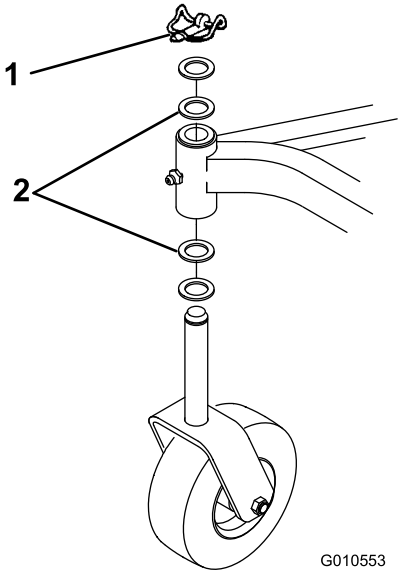

Figur 26
A. Hæv den lave side på klippeenheder, der normalt betjenes med en klippehøjde på 25-51 mm. Fjern ringstiften, der fastgør styrehjulet til den lave ende (Figur 26), og fjern styrehjulet.
C. Hvis klippeenheden betjenes med en klippehøjde på 51-102 mm, skal klippeenhedens høje side sænkes. Fjern ringstiften fra styrehjulet i enhedens høje ende, og fjern styrehjulet (Figur 26).